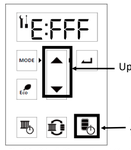

Fig 10. "Up," "Down" and "Indirect Tank" Buttons
- Enter this code after performing service by pressing the following buttons at the same time: UP, DOWN, and Indirect Tank. "FFF" appears on the monitor (Fig 10).